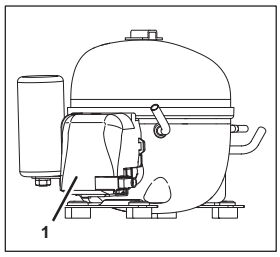

Fig. 95
1. Remove the cover (Fig. 95/1) from the electrical assembly.
8. Attach the cover (Fig. 95/1) of the electrical assembly.